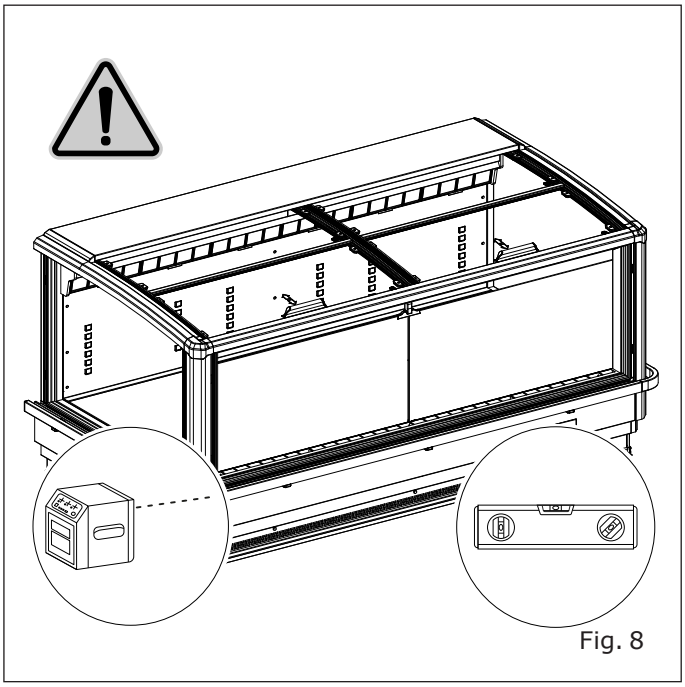

Fig. 8
- Num chão nivelado ("Fig. 8").